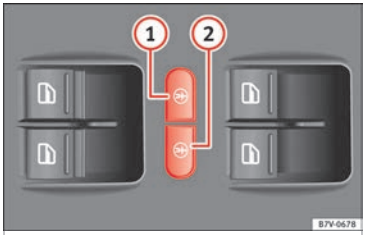

Fig. 136 In the driver door: electric child safety locks buttons
The electric child safety lock avoids opening and locking of the sliding door and its electric windows from the inside so that children cannot accidentally open the door while the vehicle is being driven. Using the left-hand ››› Fig. 136 ① or right-hand side ② button, the childproof lock is activated on the left- or right-hand side respectively.
To switch system on:	Press the button ››› Fig. 136 ① or ②.